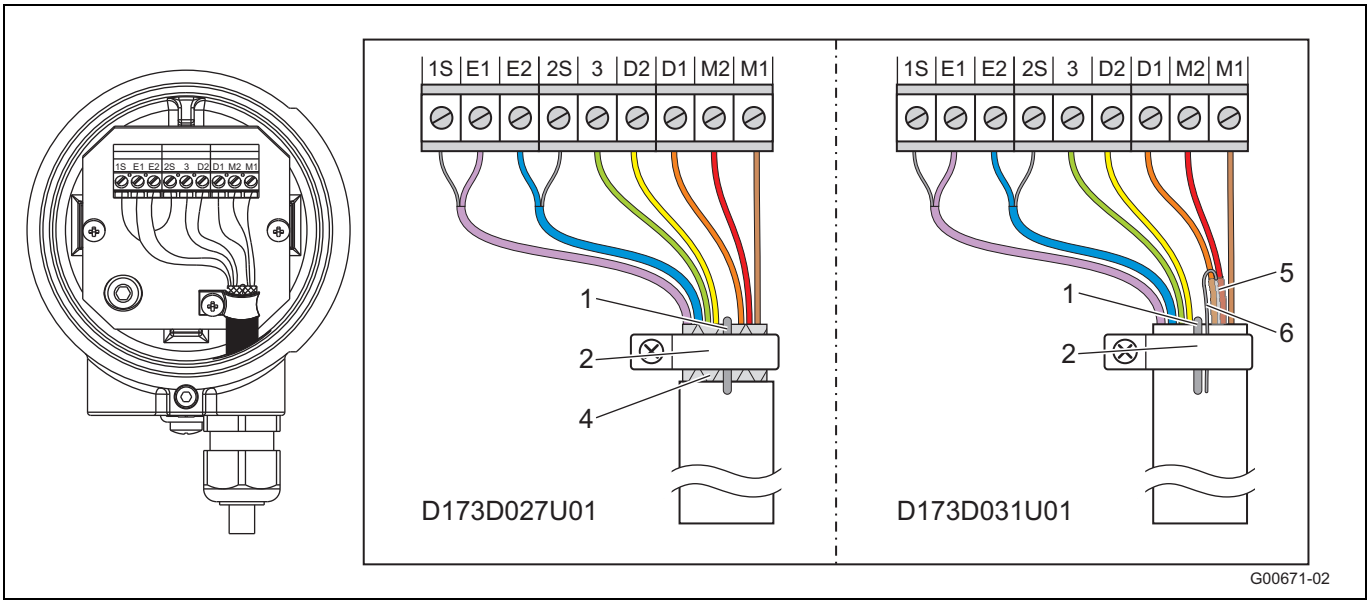

Fig. 33
- Collegare tutti gli altri conduttori come illustrato in Fig. 33.